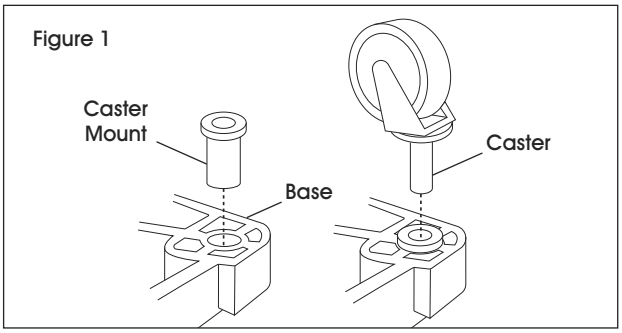

Figure 1
1. Tap caster mounts into openings on underside of base, then tap casters into caster mounts. (See Figure 1)